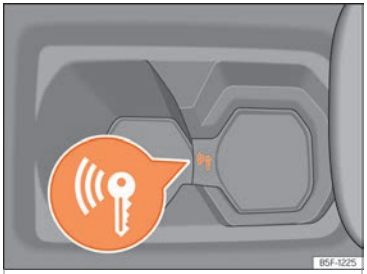

Abb. 162 In der Mittelkonsole: Notstart.
- Unmittelbar nach Drücken des Starterknopfes legen Sie den Schlüssel in den Getränkehalter in der Mittelkonsole ››› **Abb. 162** so nah wie möglich am Logo *Kessy*.